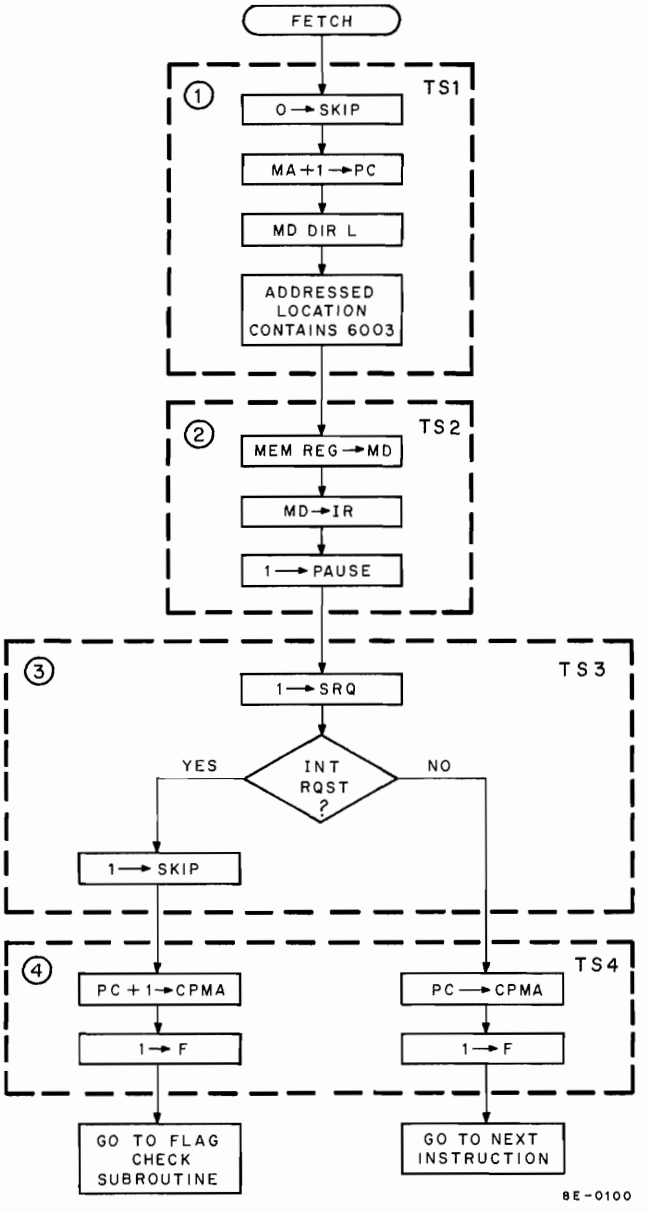

Figure 3-14 Check Interrupt Request Line Instruction Flow Diagram
3.9.6.1 Check Interrupt Request Line (SRQ) Instruction Flow Diagram – Refer to Figure 3-14 for the following discussion: